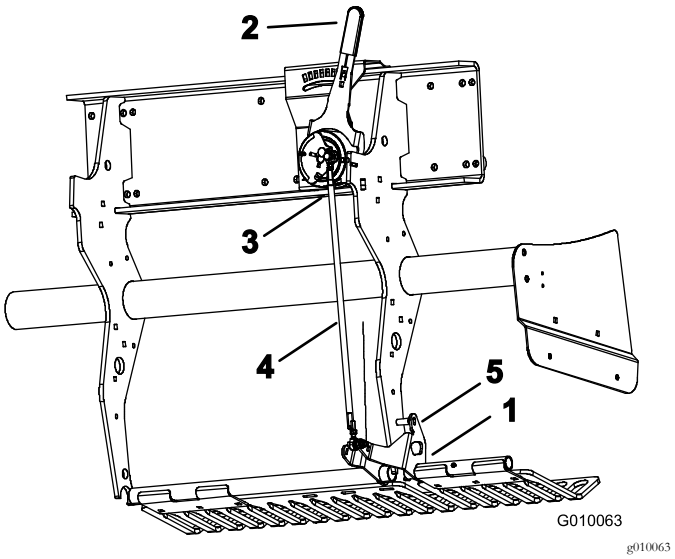

Figur 58
2. Drei festebraketten til venstre verneplate (Figur 58) opp til en låsestift (5/16 borestang eller bolt) kan føres inn mellom braketten og dybdeinnstillingsrøret som er sveiset på rammen.
3. Flytt pipedybdespaken (Figur 58) til H-innstillingen (dypest).
4. Koble utenbords kulebryteren (Figur 58) fra ledningsfastspenneren (hode lavt-bryteren).
5. Løsne låsemutterne (venstre og høyre) på dybdejusteringens parallellstag (Figur 58).